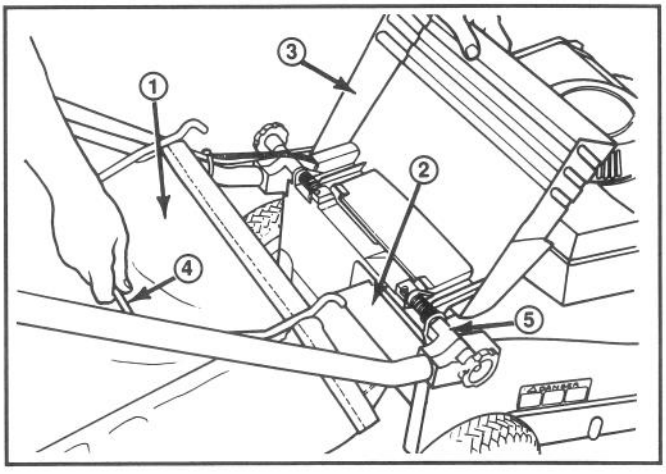

Abbildung 4
1. Die Auswurfklappe anheben, den Ansatz des Sacks in die Auswurföffnung schieben und den Sackrahmen auf den Haltebolzen am Gehäuse schieben (Abb. 4).
Das Kurbelgehäuse mit Öl vom Typ SAE 30 füllen, bis der Ölstand die Markierung VOLL auf dem Meßstab erreicht (siehe Abb. 4). Das Kurbelgehäuse faßt maximal 0,75 Liter Öl. Die Verwendung von Ölen mit mehrfacher Viskosität (10W30 usw.) bei Temperaturen über 4° C wird übermäßigen Ölverbrauch und möglichen Motorschaden verursachen. Verwenden Sie qualitativ hochwertige Öle, die den API (American Petroleum Institute) Normen SE, SF oder SG entsprechen.